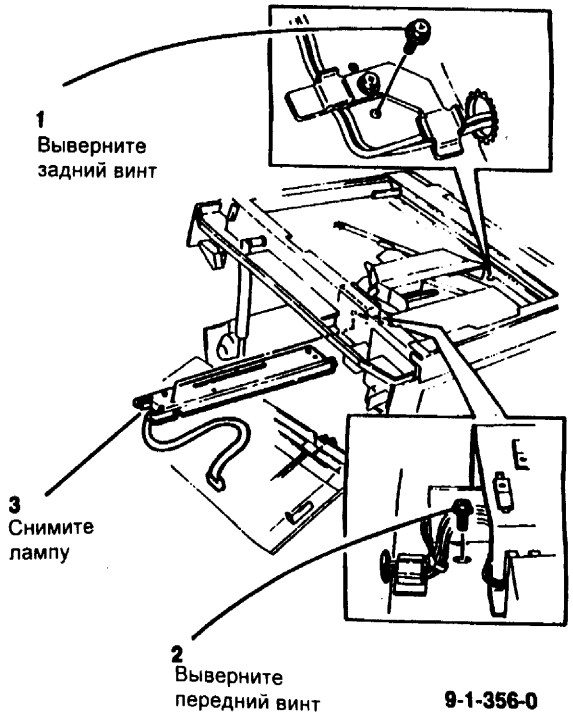

Рис. 3 Снятие ISIL
7. (Рис. 3) Снимите лампу стирания на участках между изображениями по краям барабана (ISIL).